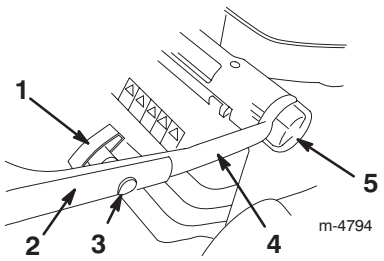

Bild 2
2. Lockern Sie die Höheneinstellräder am Griff und drehen das Unterteil des Griffs nach hinten, bis es auf einer in Bild 2 dargestellten Höheneinstellung ist.
4. Sichern Sie den oberen Handgriffteil mit den Ovalkopfschrauben und Griffeinstellrädern am unteren Handgriffteil ab (Bild 2). **Ziehen Sie die Griffeinstellräder gut fest.**
Sie können den Handgriff auf drei verschiedene Höhen einstellen: hoch, mittel und tief (Bild 2). Wählen Sie die Griffhöhe, die für Sie am bequemsten ist.